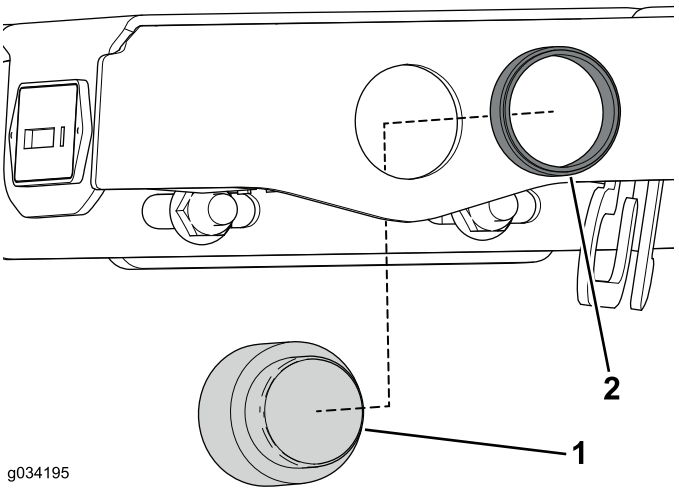

Figur 27
2. Brug låseringen til at fastgøre den hørbare alarm til konsollen (Figur 27).